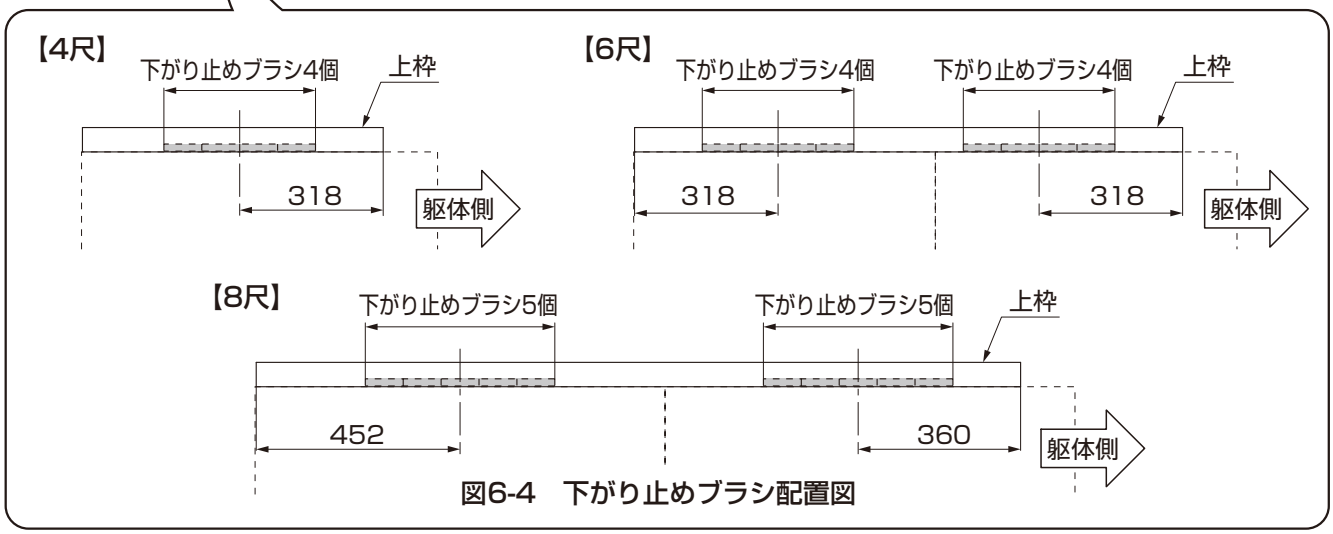

図6-4　下がり止めブラシ配置図
②下がり止めブラシを所定の位置に配置してください。（図6-4参照）